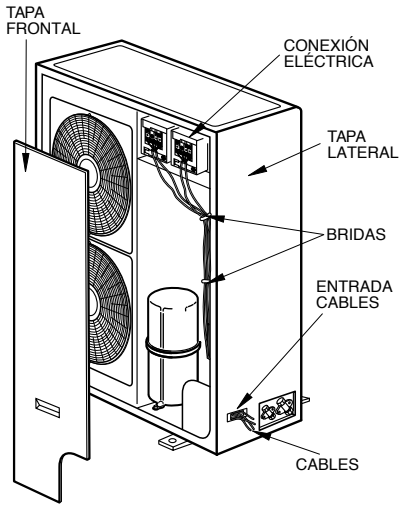

Fig. 18
(1) Retire la tapa frontal (Fig. 18).
(2) Habilite la entrada de cables y protéjala con el protector de goma.
(3) Pase todos los cables através de este protector.
(4) Conecte la unidad exterior acorde con el esquema eléctrico.
(5) Sujete los cables con las abrazaderas y bridas.